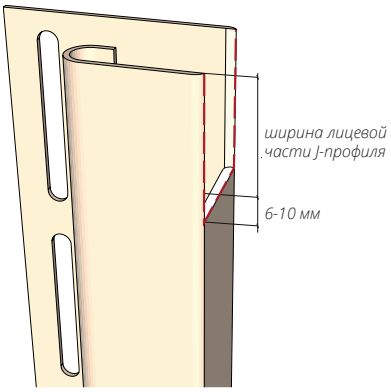

Рисунок 41
14.5 J-профиль монтируемый в нижней части соединения необходимо подрезать согласно рис. 41 Смонтируйте J-профиля согласно рис. 42, соблюдая общие правила монтажа.